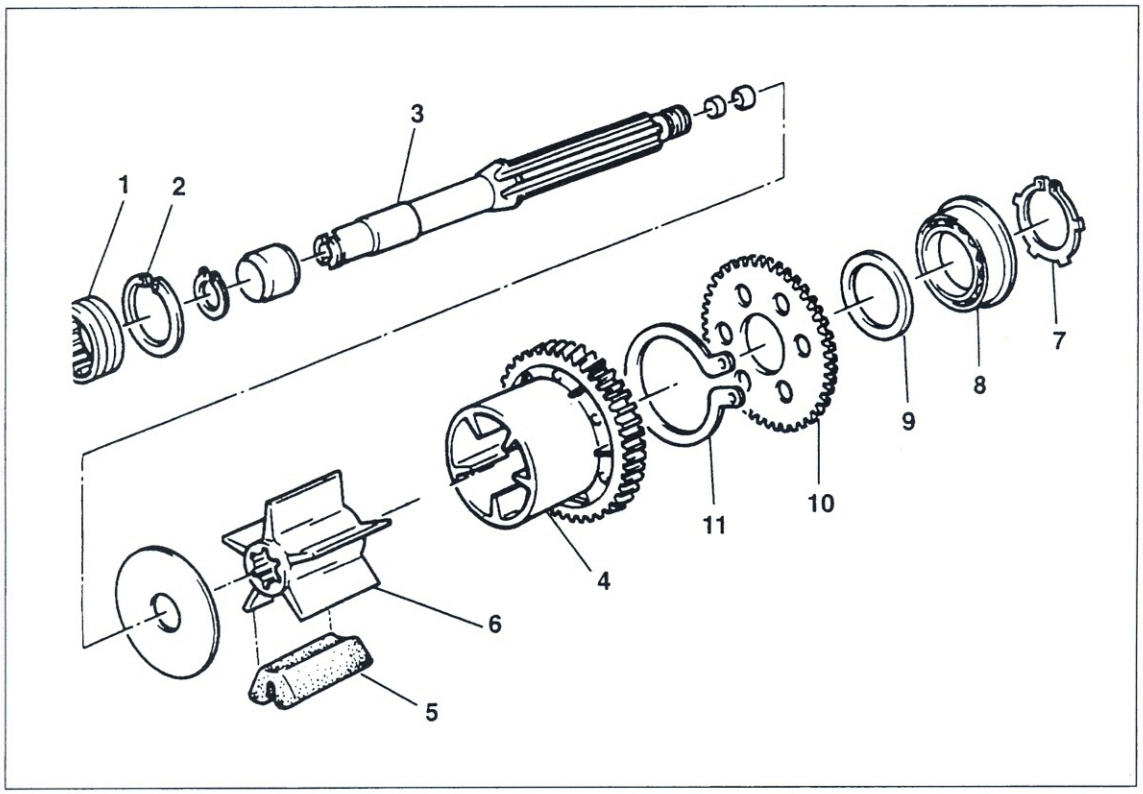
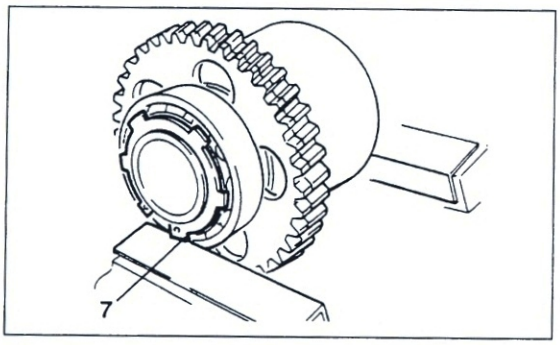

Bild 190
Bild 191
- **Abtriebswelle zerlegen (Bild 190):** Nadelhülse ① und Sicherungsring ② abnehmen.
- Abtriebswelle ③ aus Dämpfergehäuse ④ herausziehen.
- Abtriebswelle aus Dämpferinnenteil ⑥ mit Kunststoffhammer herausschlagen.
- Dämpfergehäuse mit Schutzbacken in Schraubstock einspannen, um Sicherungsring ⑦ zu entlasten (Bild 191).
● **Spannrad zusammenbauen**: Spannfeder ⑪ Bild 190 mit Seegerringzange einsetzen und Verspannzahnrad einbauen.
● Dämpfergehäuse und Lager mit Schutzbacken in Schraubstock einspannen und Sicherungsring ⑦ Bild 191 mit Seegerringzange einfedern. Darauf achten, dass Sicherungsring ringsum sauber in Nut sitzt!
● Dämpfergummis ⑤ Bild 190 in Dämpfergehäuse einsetzen. Scheibe und Innenteil (leicht angewärmt) auf Welle aufschieben.
● Sicherungsring ① und Nadelhülse ② Bild 190 in Lagerstelle einlegen.